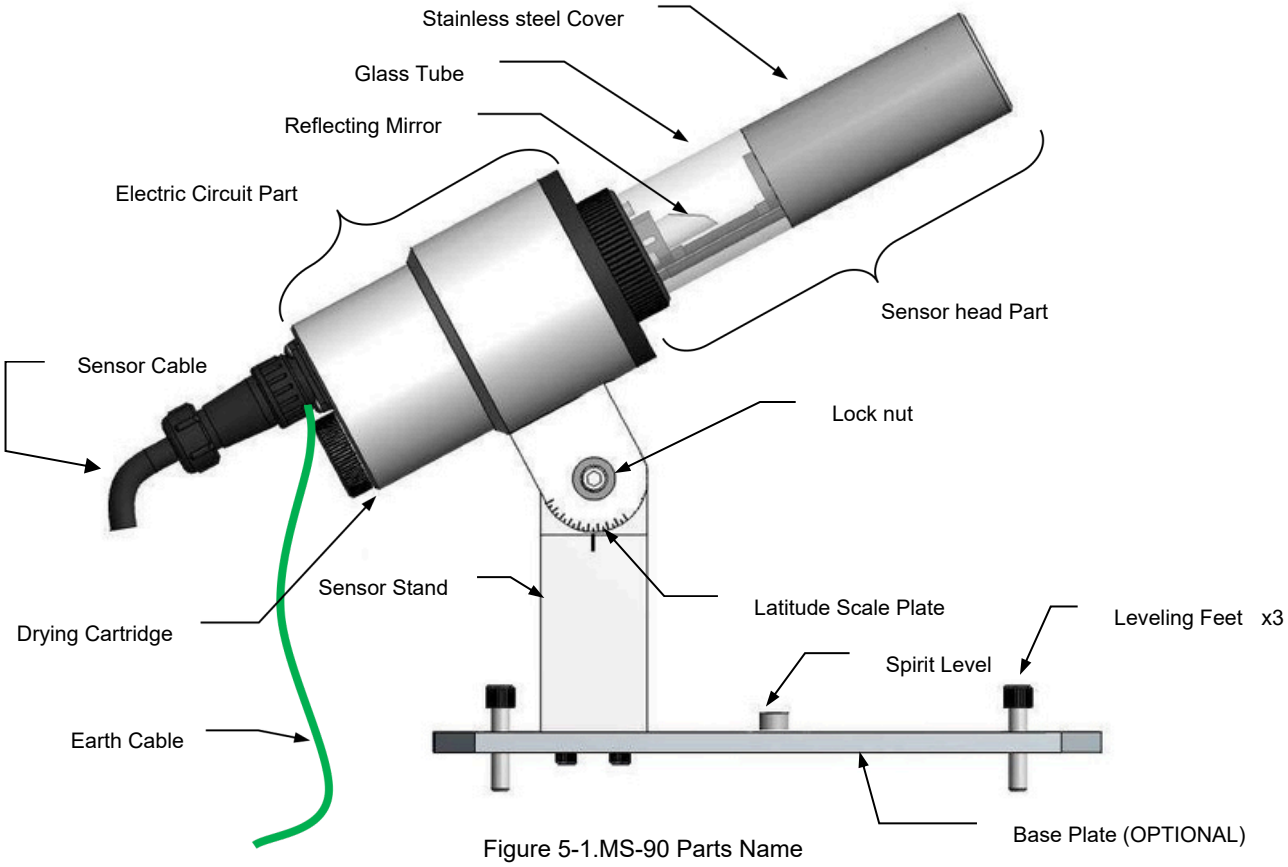

Figure 5-1.MS-90 Parts Name
1) Mount MS-90 main unit on the base plate (refer to Figure 5-1).